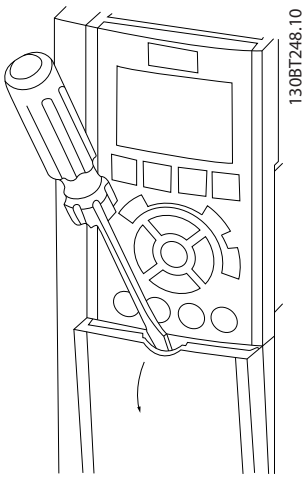

Abbildung 4.19 Zugang zu den Steuerklemmen in den Gehäusen A2, A3, B3, B4, C3 und C4
- Entfernen Sie die Abdeckplatte mit Hilfe eines Schraubendrehers. Siehe *Abbildung 4.19*.